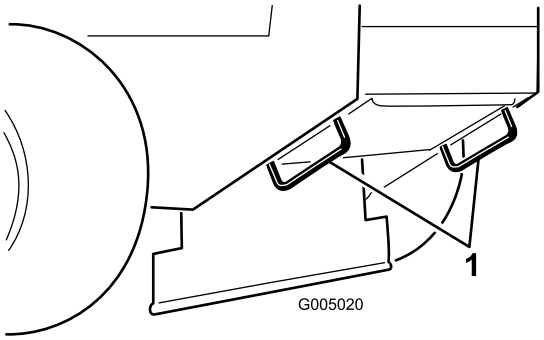

**Figure 13**
5. Servez-vous des points d'attache en métal de la machine pour arrimer solidement la machine sur la remorque ou le véhicule utilitaire avec des sangles, des chaînes, des câbles ou des cordes (Figure 13).